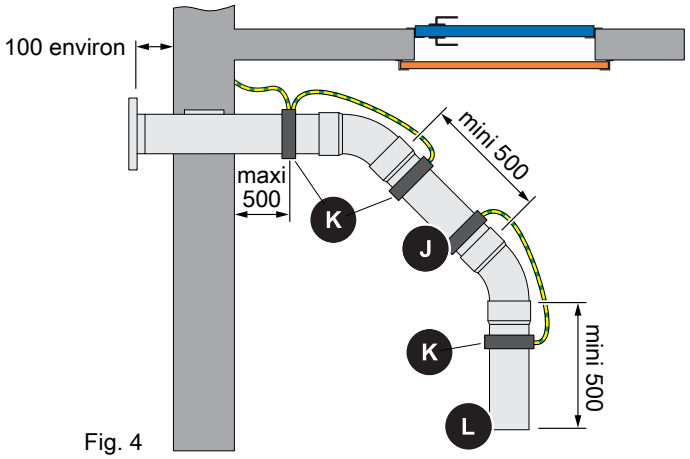

Fig. 4
- Sceller ou encastrer dans le béton le raccord de remplissage à une distance d'env. 100 mm du mur extérieur (fig. 4), en positionnant la protection anti-torsion dans le mur extérieur
Rallonge et fixation des raccords de remplissage (fig. 4)